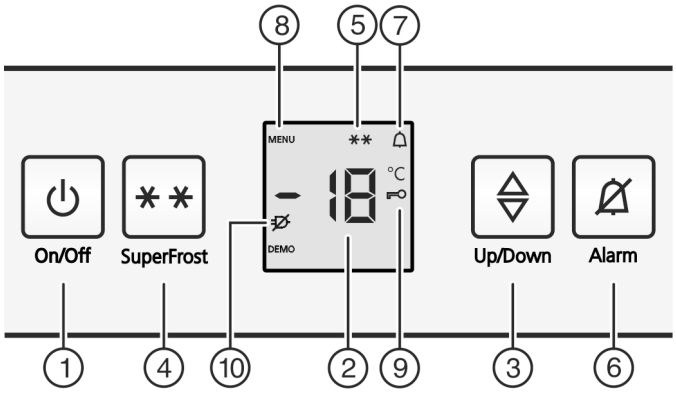

Fig. 2
▶ Taste On/Off *Fig. 2 (1)* drücken.
▶ Einstellmodus aktivieren: Taste SuperFrost *Fig. 2 (4)* ca. 5 Sekunden drücken.
▷ In der Anzeige wird das Symbol Menu *Fig. 2 (8)* angezeigt.
▶ Mit der Taste SuperFrost *Fig. 2 (4)* kurz bestätigen.
▷ Das Symbol Kindersicherung *Fig. 2 (9)* leuchtet in der Anzeige.
▶ Die Taste On/Off *Fig. 2 (1)* kurz drücken.
▷ Das Symbol Kindersicherung *Fig. 2 (9)* erlischt.
▶ Taste Alarm *Fig. 2 (6)* drücken.
Gleichzeitig blinkt die Temperaturanzeige und das Symbol Alarm *Fig. 2 (7)*.
Der Tonwarner verstummt automatisch, das Symbol Alarm *Fig. 2 (7)* geht aus und die Temperaturanzeige hört auf zu blinken, wenn die Temperatur wieder ausreichend kalt ist.